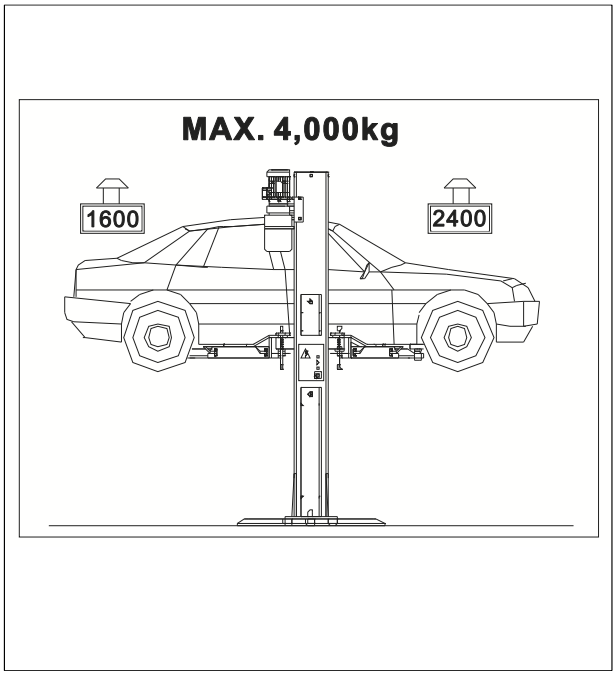

Fig. 7 Répartition du poids
• Seuls les véhicules autorisés (fig. 6 et fig. 7) sont levés, sans dépasser la capacité nominale ni les dimensions hors tout.